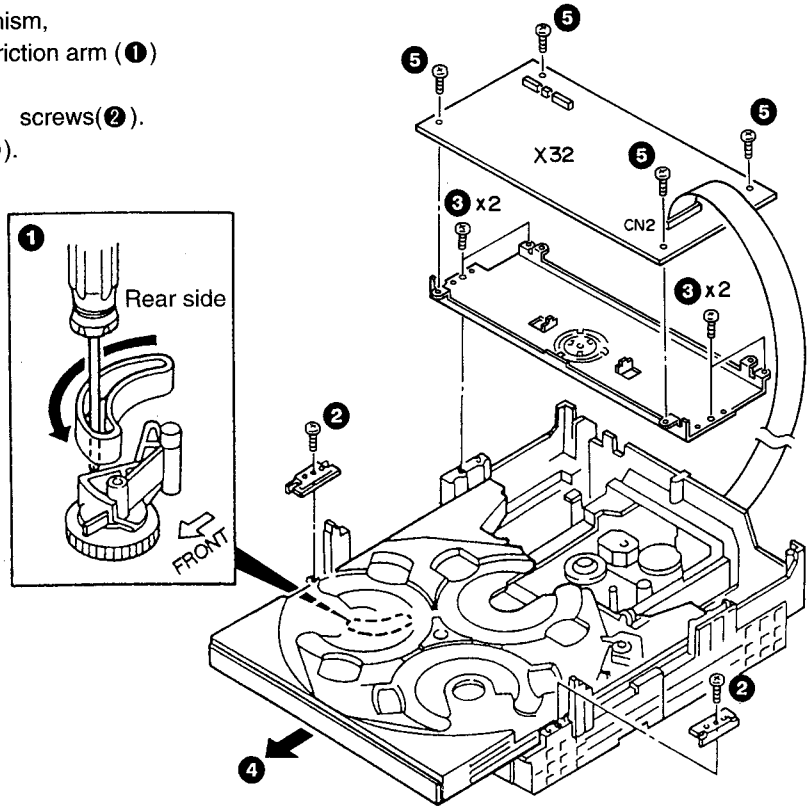

FIG. 1
1. Remove the two clamp bracket attachment screws.(Fig.1 ❸).